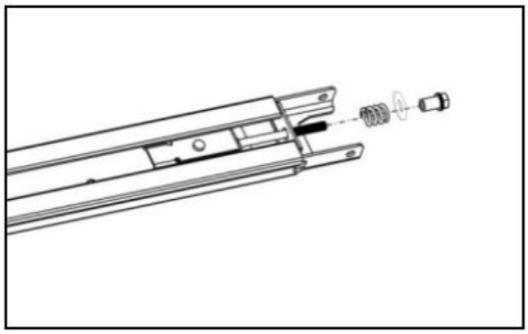

Figur 9
3. Enligt figur 9, lossa muttern och fjädern.